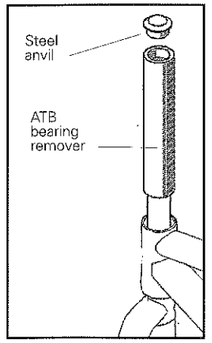

Fig. 33
9.With the fork resting in the head tube, slide the thin-walled end of the **ATB bearing remover** over the steerer (Fig. 33).